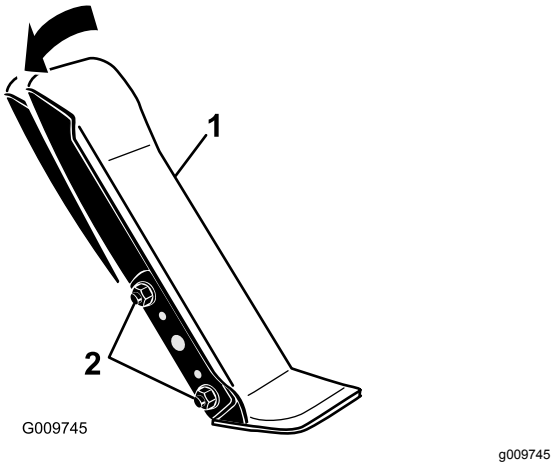

Figuur 90
1. Draai de 2 bouten en moeren los waarmee de linkerzijde van het tractiepedaal aan de beugel is bevestigd (Figuur 90).
2. Draai het pedaal naar de gewenste hoek en draai de moeren vast (Figuur 90).